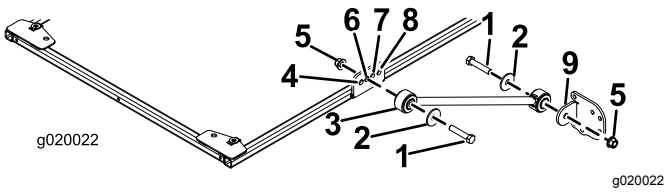

Рисунок 2
2. С каждой стороны рамы солнцезащитного навеса прикрепите, не затягивая, подпорку ко второму отверстию кронштейна подпорки с помощью болта (½ x 2½ дюйма), шайбы (½ дюйма) и фланцевой гайки (½ дюйма), как показано на Рисунок 2.
3. Прикрепите, не затягивая, кронштейн подпорки к каждой подпорке с помощью болта (½ x 2½ дюйма), шайбы (½ дюйма) и фланцевой гайки (½ дюйма), как показано на Рисунок 2.